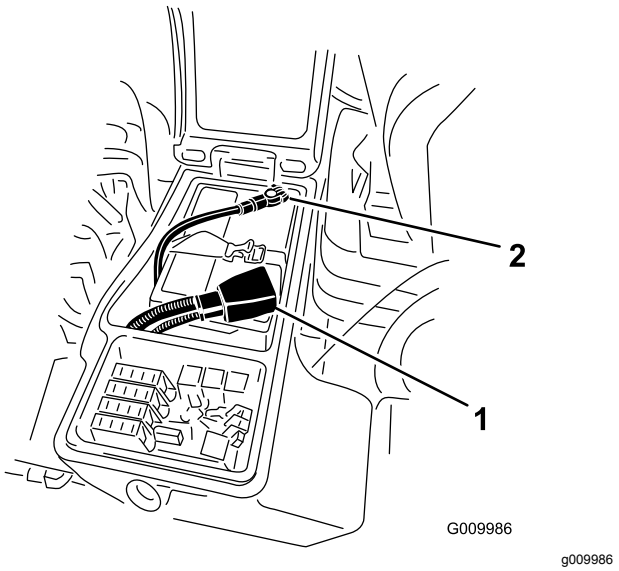

Figur 66
4. Koble den positive kabelen (rød) til den positive (+) polen og den negative kabelen (svart) til den negative (-) polen (Figur 66). Fest kablene til polene med hodeskruer og muttere. Kontroller at den positive (+) klemmen er skjøvet helt ned på polen, og at kabelen er plassert tett inntil batteriet. Kabelen må ikke komme i berøring med batterideksle t. Skyv gummihetten over den positive polen for å forhindre muligheten for kortslutning.